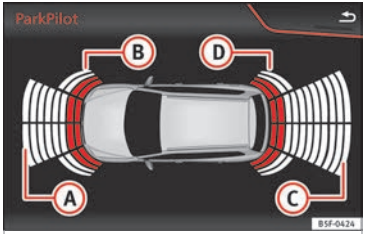

Fig. 172 Represented area.
If there is a fault in a sensor, the symbol ⚠ is displayed on the Easy Connect display in front of/behind the vehicle. If a rear sensor is faulty, only the obstacles in the areas (A) and (B) are displayed ››› Fig. 172. If a front sensor is faulty, only the obstacles in the areas (C) and (D) are displayed.